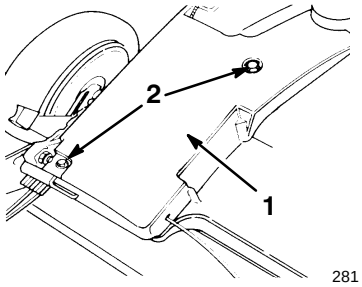

**Figure 26**
1. With the engine turned off, remove the two bolts that secure the belt cover (Fig. 26).
2. Remove the bolts that secure the belt cover to the lawn mower housing (Fig. 26).